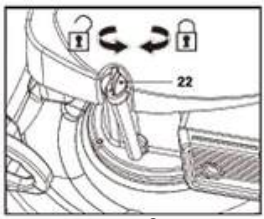

rys. 8
1. Odkręć i zdejmij korek zbiornika oleju (22) (rys. 8).